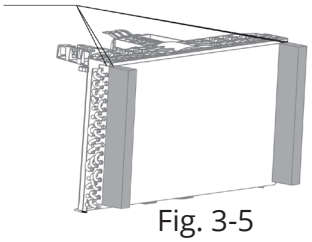

Fig. 3-5
- If using an old rear grille, remove the sponge from the rear grille, then attach Sponge B to the unit's rear panel. (See Fig. 3-5.)
- If using a new rear grille, do not attach a sponge to the rear grille: attach Sponge B to the machine's rear panel. (See Fig. 3-5.)